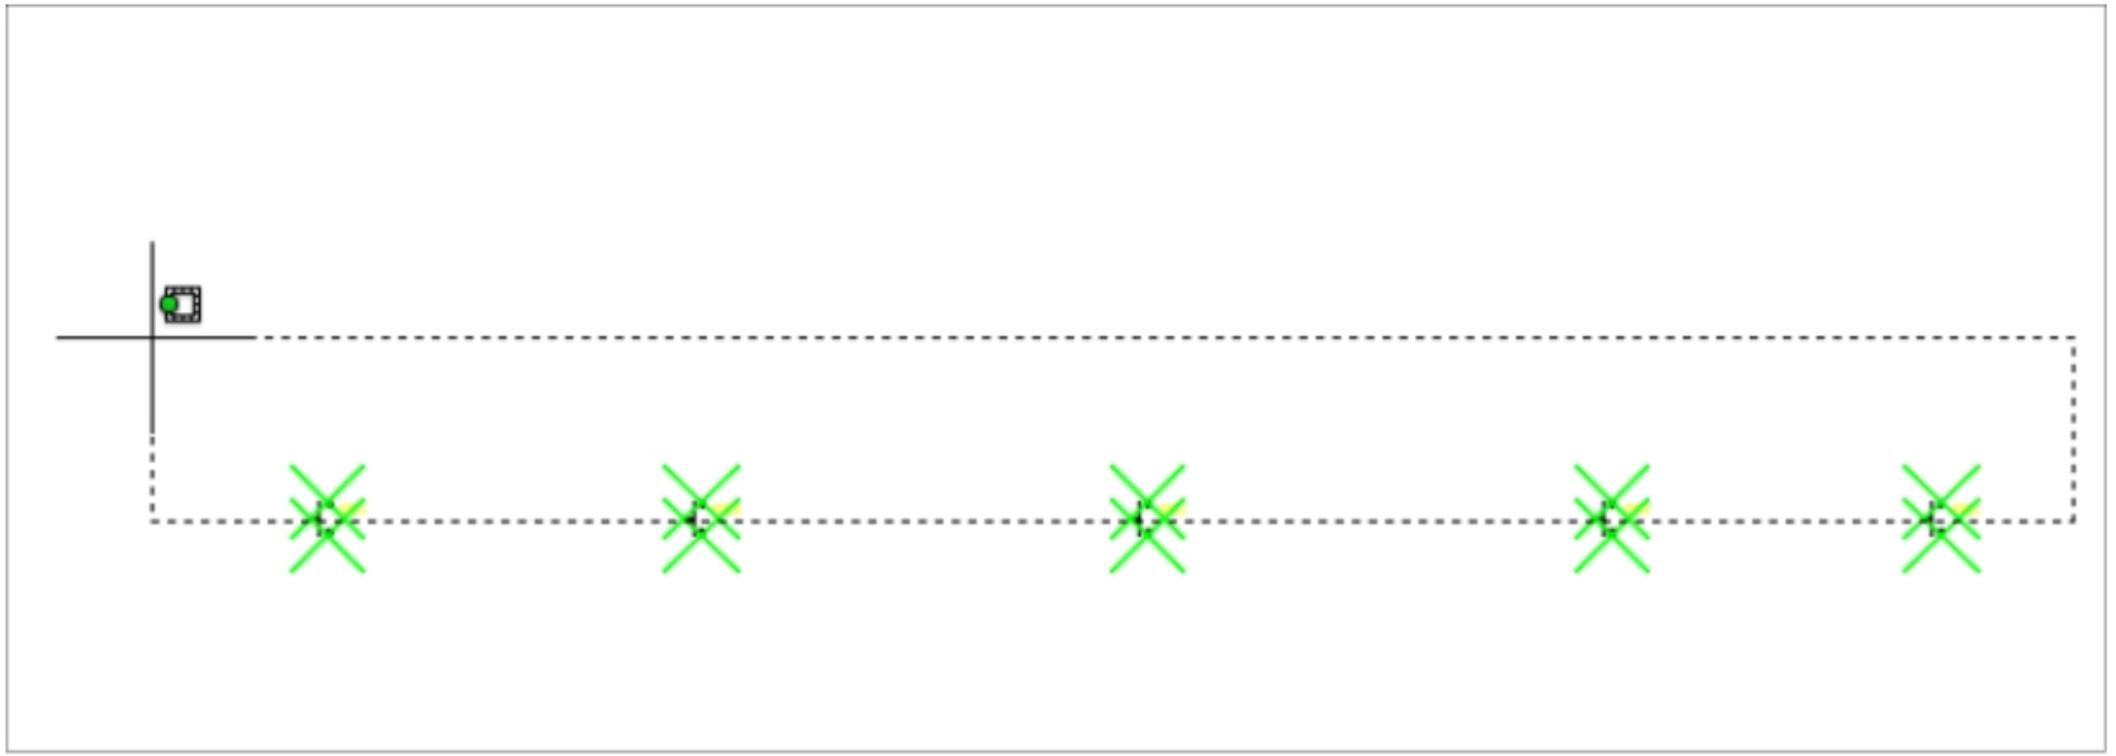
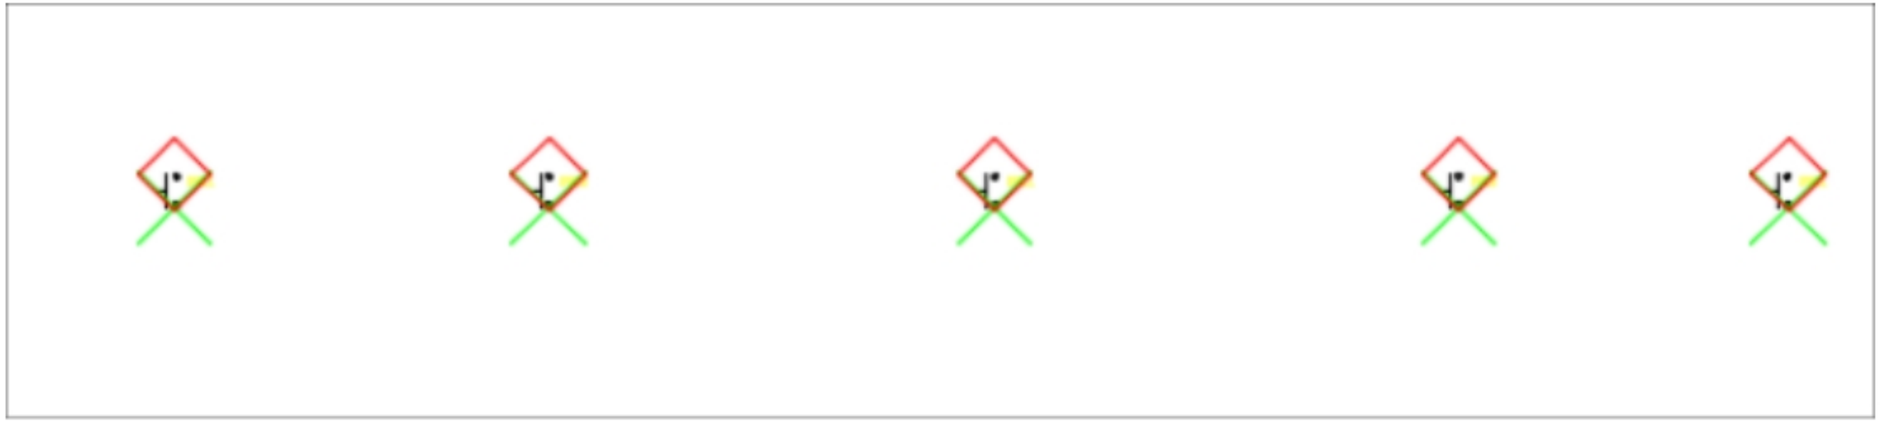

Figure-9. Window selection of ports
Figure-10. Connection ports highlighted
- Select the connection ports that you want to use for creating multiple wire bus; refer to Figure-9. The selected ports will be highlighted as shown in Figure-10.